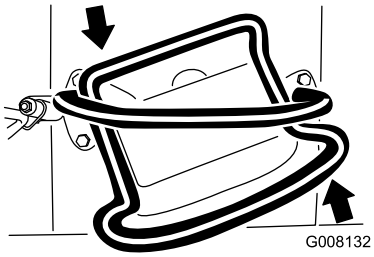

**Rysunek 11**
- Aby skręcić w lewo, obróć dźwignię sterowania zespołem jezdnym przeciwnie do kierunku wskazówek zegara (Rysunek 11).